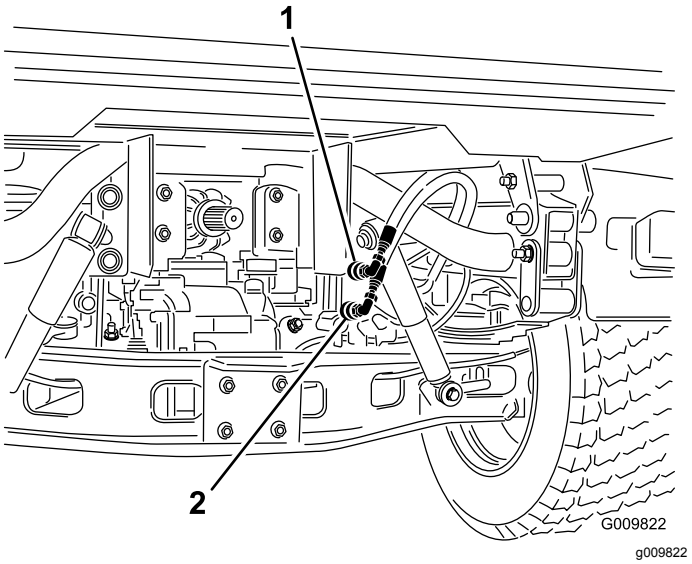

**Figuur 76**
2. Maak de 2 slangen met snelkoppelingen op beide machines los van de slangen die zijn bevestigd aan de beugel van de koppeling (Figuur 76).